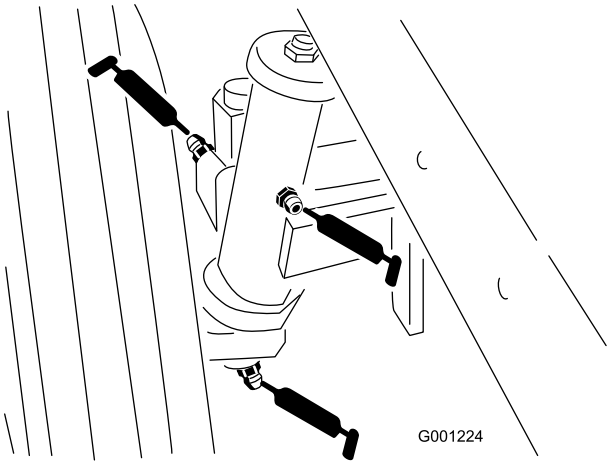

Figuur 41
- Lagerbussen van achterwielas (Figuur 41)